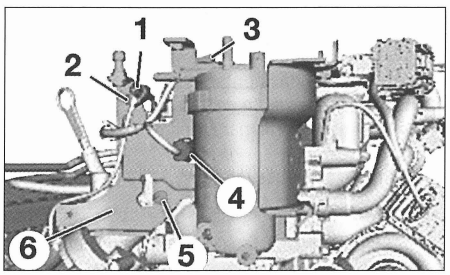

FIG. 36
- el tornillo de fijación (1) del conector eléctrico del cable (2) de bujías de precalentamiento y desmontarlo **(fig. 36).**